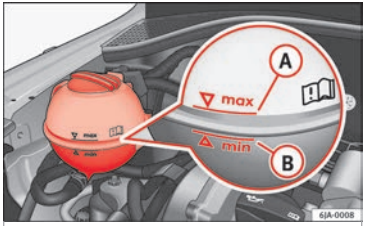

Fig. 208 Engine compartment: coolant fluid tank.
– Read off the coolant level on coolant expansion tank ››› Fig. 208. When the engine is cold, the coolant should be between marks (B) (min.) and (A) (max.). When the engine is hot, it may be slightly above mark (A) (max.).
– Cover the cap on the coolant expansion tank ››› Fig. 208 with a cloth and **carefully** unscrew the cap.
Never fill the coolant tank above mark (A) (max.) ››› Fig. 208 Excess coolant is forced out of the cooling system through the overpressure valve in the filler cap of the expansion tank when the engine heats up.